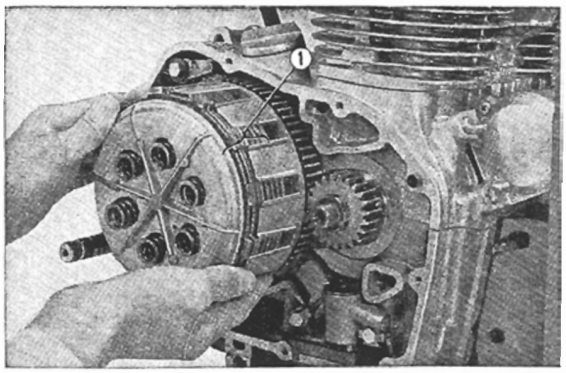

Fig. 3.84 Removing friction disc and clutch plates
3. Unscrew the six 6mm bolts and remove the clutch spring pressure plate, friction disc and clutch plate. **(Fig. 3.84)**